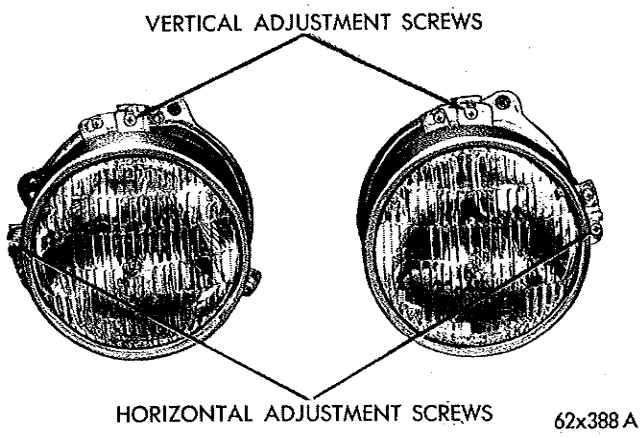

*Fig. 5—Headlight Adjustment Points*
(1) With pointer of **RIGHT-LEFT** scale still set **2-RIGHT,** sight through aimer viewing port.
(2) While sighting through viewing port of aimer, turn horizontal adjusting screw on headlight until split target image line merges into one unbroken line. To remove backlash, be sure to make a final adjustment by turning headlight horizontal adjusting screw in a clockwise direction, (Fig. 5).
(3) Make horizontal adjustment on other side of vehicle in same manner.
Remove headlight door. Adjust top adjusting screw for vertical adjustment, adjust side screw for horizontal adjustment. (See Fig. 5.)